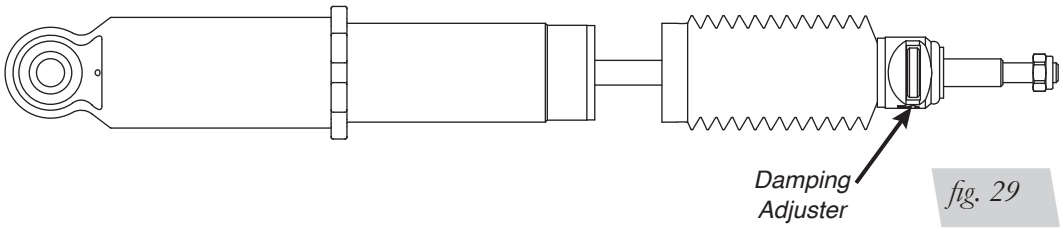

fig. 29
1. The dampers in this kit have 30 settings, or “clicks,” of adjustable compression and rebound damping characteristics. Damping is changed through the damper rod using the supplied adjuster (Fig. 29).
2. Turn the adjuster clockwise (H) and the damping settings are hardened, reducing oscillations and body motion. Turn the adjuster counterclockwise (S) and the damping is softened.